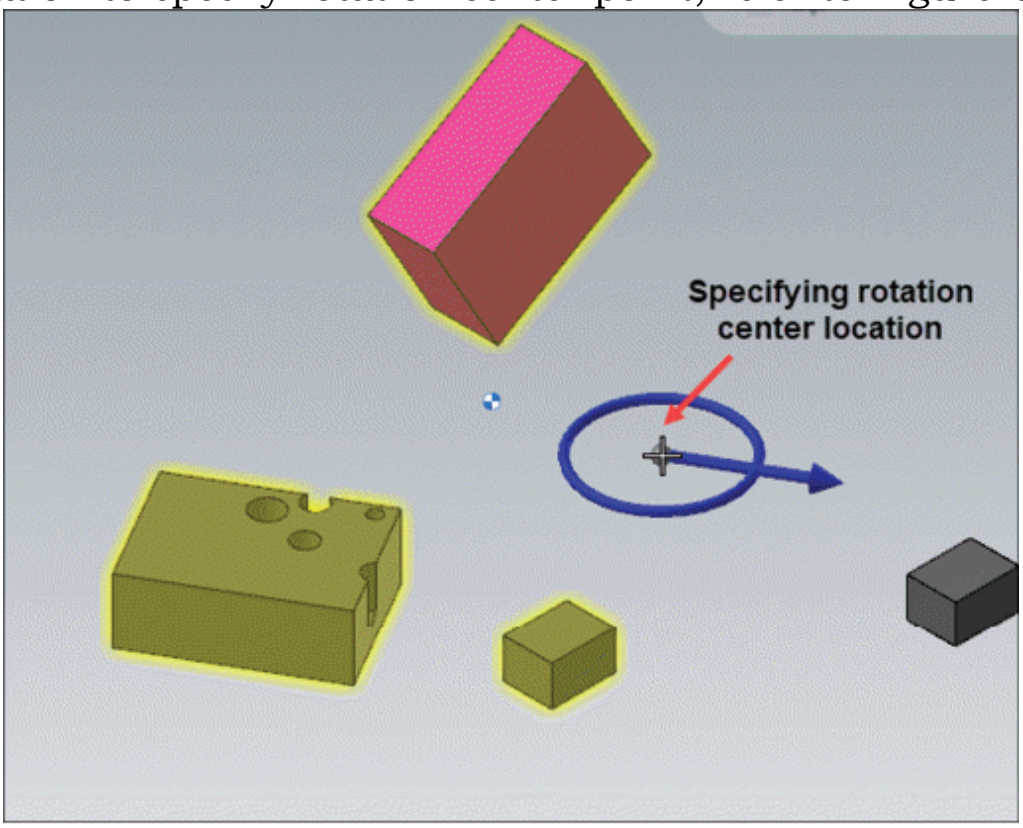

Figure-6. Specifying rotation center point location
- Click on the center of rotation handle and place it at desired location to specify rotation center point; refer to Figure-6.